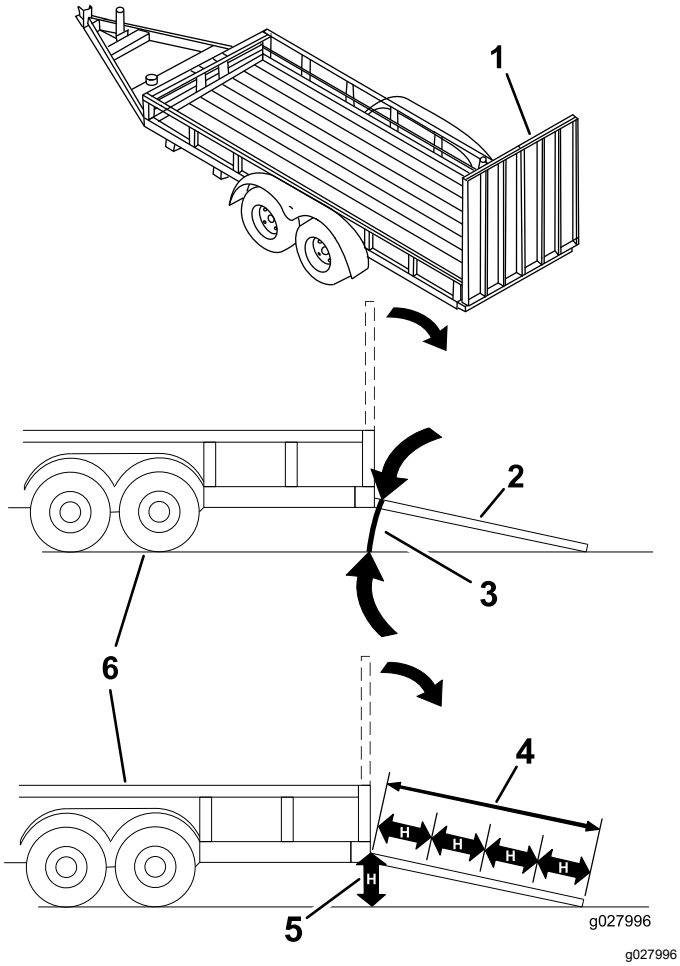

Figur 41
Lasting av maskinen på en tilhenger eller lastebil øker muligheten for at den velter og kan føre til alvorlig skader eller dødsulykker (Figur 41).
3. Senk rampen og sørg for at vinkelen mellom rampen og bakken ikke overskrider 15 grader (Figur 41).
1. Senk rampen og sørg for at vinkelen mellom rampen og bakken ikke overskrider 15 grader (Figur 41).